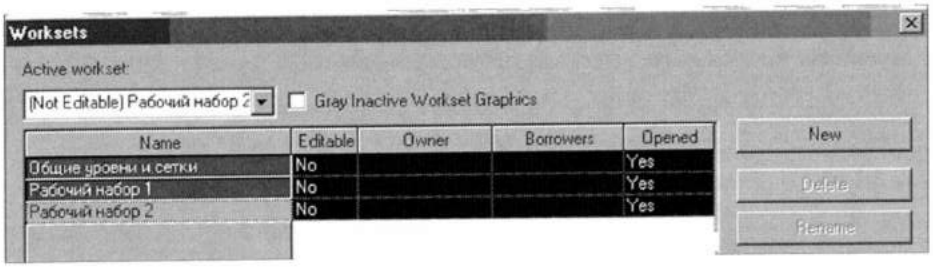

Рис. 28.15. *Создание доступа участников проекта к рабочим наборам*
5. Снова открыть бокс **Worksets** и, выделив все три набора, нажать кнопку **Non Editable** (Нередактируемый). Все наборы станут доступными для использования обоим участникам проекта (рис. 28.15).